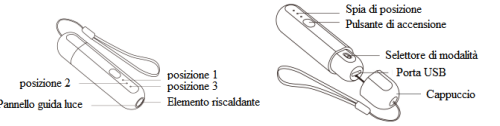

Figura 1 Aspetto
B. Pulsante di accensione: Uscire dalla modalità standby e avviare il riscaldamento; selezionare il tempo di riscaldamento (3 posizioni di tempo di riscaldamento per ciascuna modalità). La spia di posizione indica la posizione (come mostrato in Figura 1) del tempo di riscaldamento: Posizione 3: tempo di riscaldamento più lungo, Posizione 2: tempo di riscaldamento medio, Posizione 1: tempo di riscaldamento più breve.